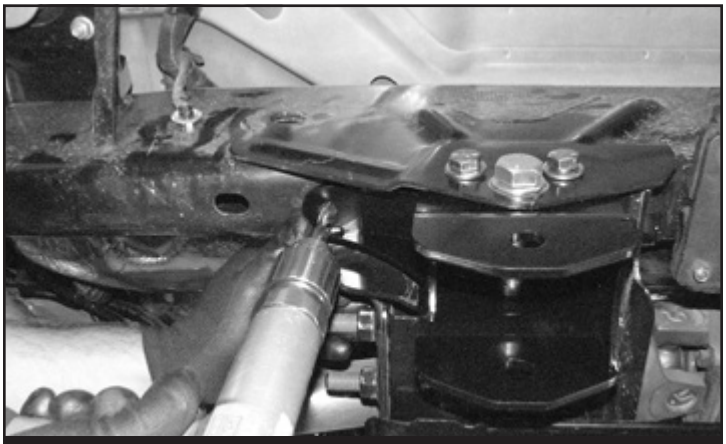

FIGURE 40 - STEP 42
42. Using the Fabtech the radius arm drop bracket as a drill guide, drill a ½ hole through the bottom of the frame. **SEE FIGURE 40**